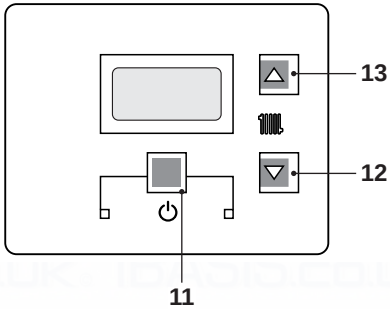
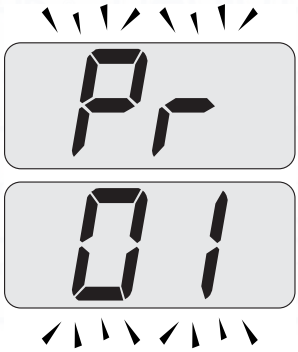

Fig. 7.46
Fig. 7.47
- Enter the ”programming mode” by pressing keys 11 - 12 - 13 (Fig. 7.46) for 10 seconds at the same time until the letters **Pr** that alternate with code **01** are displayed on the LCD display, indicating that ”parameter 01”(Fig. 7.47) has been activated.
- Press keys 11 and 13 (Fig. 7.46) at the same time until the value of parameter 06 (06=Activ A 18S or 08=Activ A 25S or 09=Activ A 30S) is displayed on the LCD display (Fig. 7.48).
- Press keys 11 and 12 (Fig. 7.46) at the same time to exit without changing the value (return to the parameters list Fig. 7.47)
- Press keys 11 - 12 - 13 (Fig. 7.46) at the same time for 10 seconds to exit the ”programming mode”.